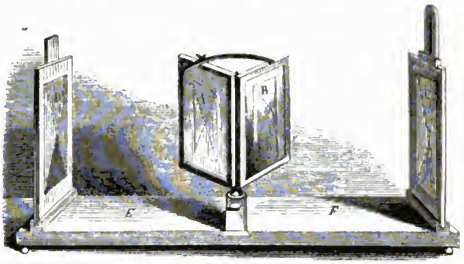

Fig. 215. Wheatstone'sches Spiegelstereoskop.
Die Erfindung Wheatstone's ist übrigens schon am 21. Juni 1838 der Königlichen Gesellschaft zu London vorgelegt worden. Der Apparat (Fig. 215) bestand aus zwei ebenen Spiegeln A und B, von etwa vier Quadratzoll Oberfläche, welche mit ihrer Rückseite einen Winkel von 90° bilden.
**Das Telestereoskop.** Ein fernes Gebirge vermögen wir, wenn wir es zuerst erblicken, nur schwierig in seine Tiefenverhältnisse aufzulösen. Hier stehen die Augen zu nahe, als daß die beiden Bilder merklich verschiedene Seiten zeigen könnten. Daher behalten die Bergstöcke ein kulissenartiges Ansehen. Durch das **Telestereoskop** werden aber unsre Augen gewissermaßen um mehrere Ellen von einander entfernt, so daß die Bilder, welche sie aufnehmen, die gesehenen Gegenstände in einem größern Winkel umspannen. Die Auflösung der Tiefenverhältnisse wird dadurch, wie bei den photographischen Stereoskopbildern, eine viel entschiedenere. Die Einrichtung des Telestereoskops ist sehr einfach und läßt sich an dem Wheatstone'schen Spiegelstereoskop (Fig. 215) beschreiben. Der Apparat ist direkt zur Betrachtung der Landschaft eingerichtet; die Bilder werden daher auch von ihm selbst aufgenommen, und zwar geschieht dies durch zwei Spiegel, welche an Stelle der beiden Schieber c und d angebracht und so gegen außen gerichtet sind, daß sie mit einander einen Winkel von 90 Grad machen, also den beiden kleinen Beobachtungsspiegeln a und b parallel gerichtet sind. Die beiden Spiegelbilder der Landschaft werden nun um so größere perspektivische Abweichung haben, je weiter die Spiegel von einander abstehen,